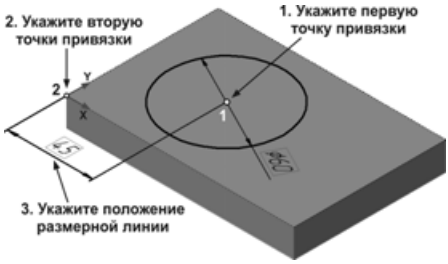

Рис. 2.56
- Включите кнопку **Линейный размер** . В ответ на запрос системы **Укажите первую точку привязки размера** поместите курсор в точку 1 центра окружности (рис. 2.56). Дождитесь срабатывания привязки **Ближайшая точка** и зафиксируйте точку щелчком мыши.